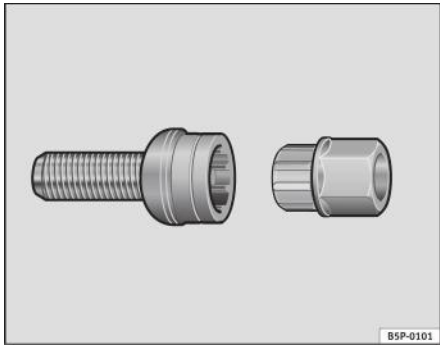

Fig. 129 Prezonul de roată antifurt
– Introduceți adaptorul pe prezon şi împingeți până la capăt ⇒ fig. 129.